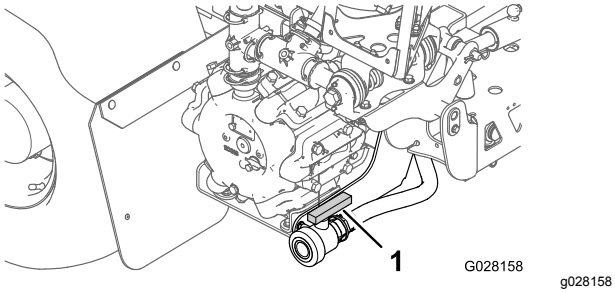

Figuur 46
2. Zoek de aftapklep van de tank aan de achterkant van de machine (Figuur 46).